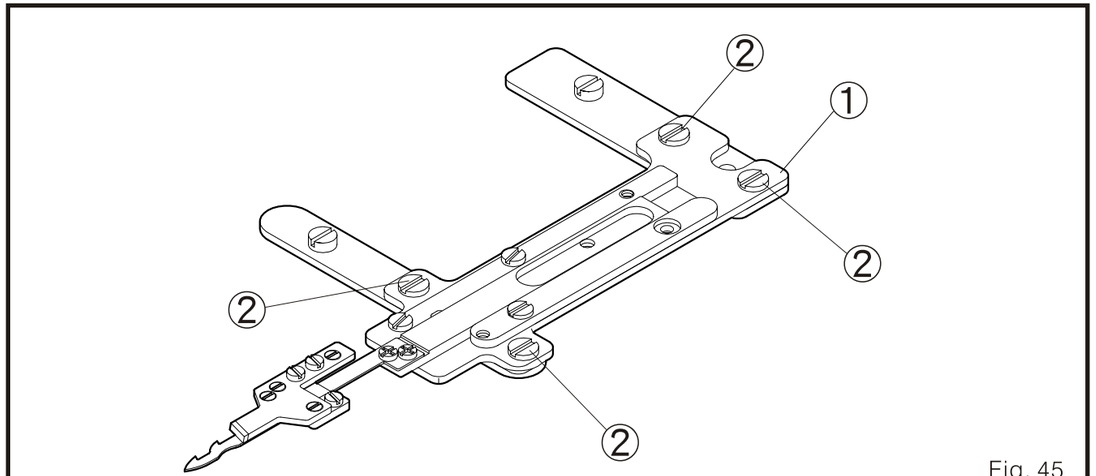

Fig. 45
(2) Mientras se ajuste, por favor afloje un poco los cuatro tornillos 2 del soporte para el rebordeador inferior 1. Mueva el dicho sujetador 1 hacia atrás y adelante hasta conseguir lo mencionado anteriormente en (1). Finalmente, ajuste firmemente los tornillo 2. (Fig. 45)